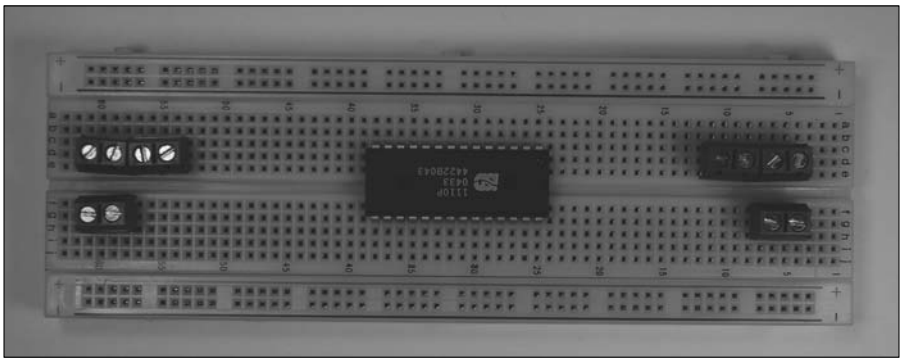

Figure 9-18: Place the voice chip IC and six TBs on the breadboard.
1. **Place the voice chip IC and six terminal blocks on the breadboard, as shown in Figure 9-18.**